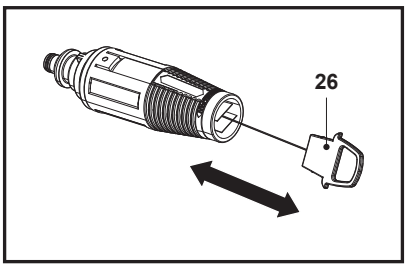

Fig. 22
2. Îndepărtează toate depunerile de murdărie din orificiul duzei folosind un ac (26) (fig. 22).